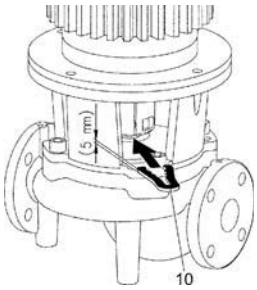

Fig. 19: Asennushaarukan asettaminen paikalleen
- Työnnä asennushaarukka (Fig. 19, kohta 10) tiivistelaipan ja kytkimen väliin. Asennushaarukan täytyy istua ilman välyksiä.